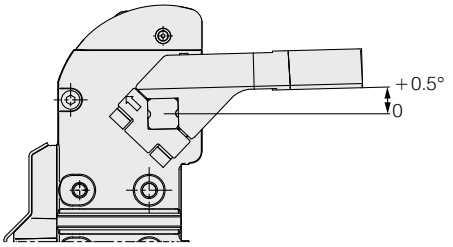

图1
2) 如图1所示，夹紧端有0～＋0.5°的机械偏差。请务必通过外部垫片进行调整。参见P.51。